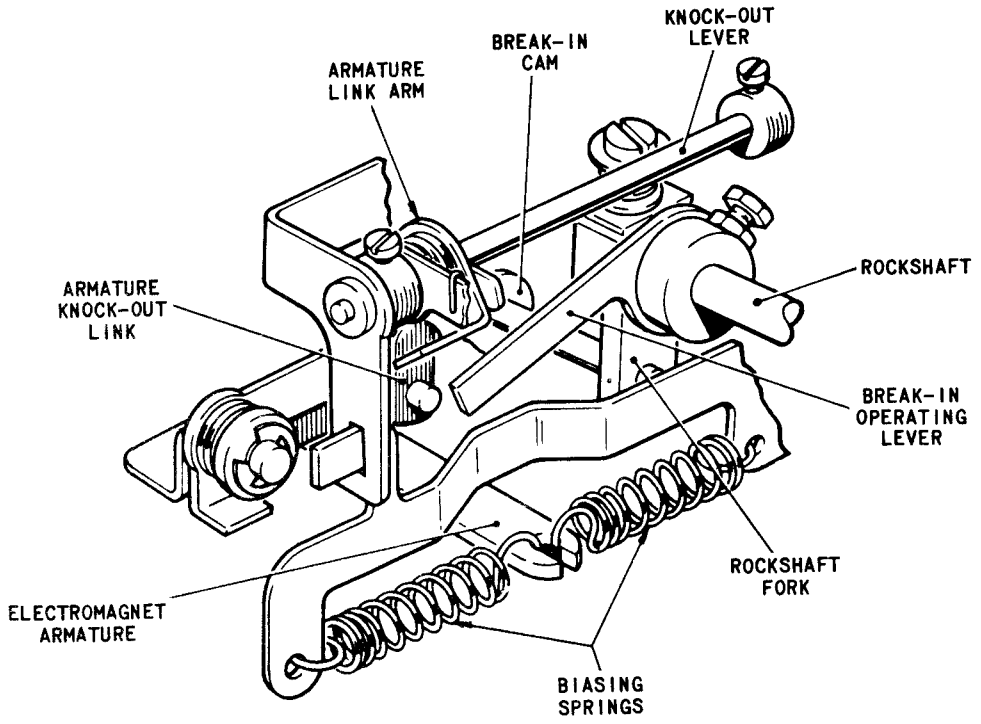

Fig. 2.3 ELECTROMAGNET/SELECTOR UNIT LINKAGE
1.2 Disconnect the biasing springs, Fig.2.3, from the electromagnet armature.
2.2 With the machine in the rest position, slacken the two screws (one at each end) clamping the knock-out lever, Fig.2.3, and lower the armature knock-out link so that its hole locates over the central pin on the armature link arm. Position the knock-out link so that the pin on the end of the link arm is fully coupled to the rockshaft fork and tighten the knock-out lever screws, ensuring that the end-play on the lever is kept to a minimum.